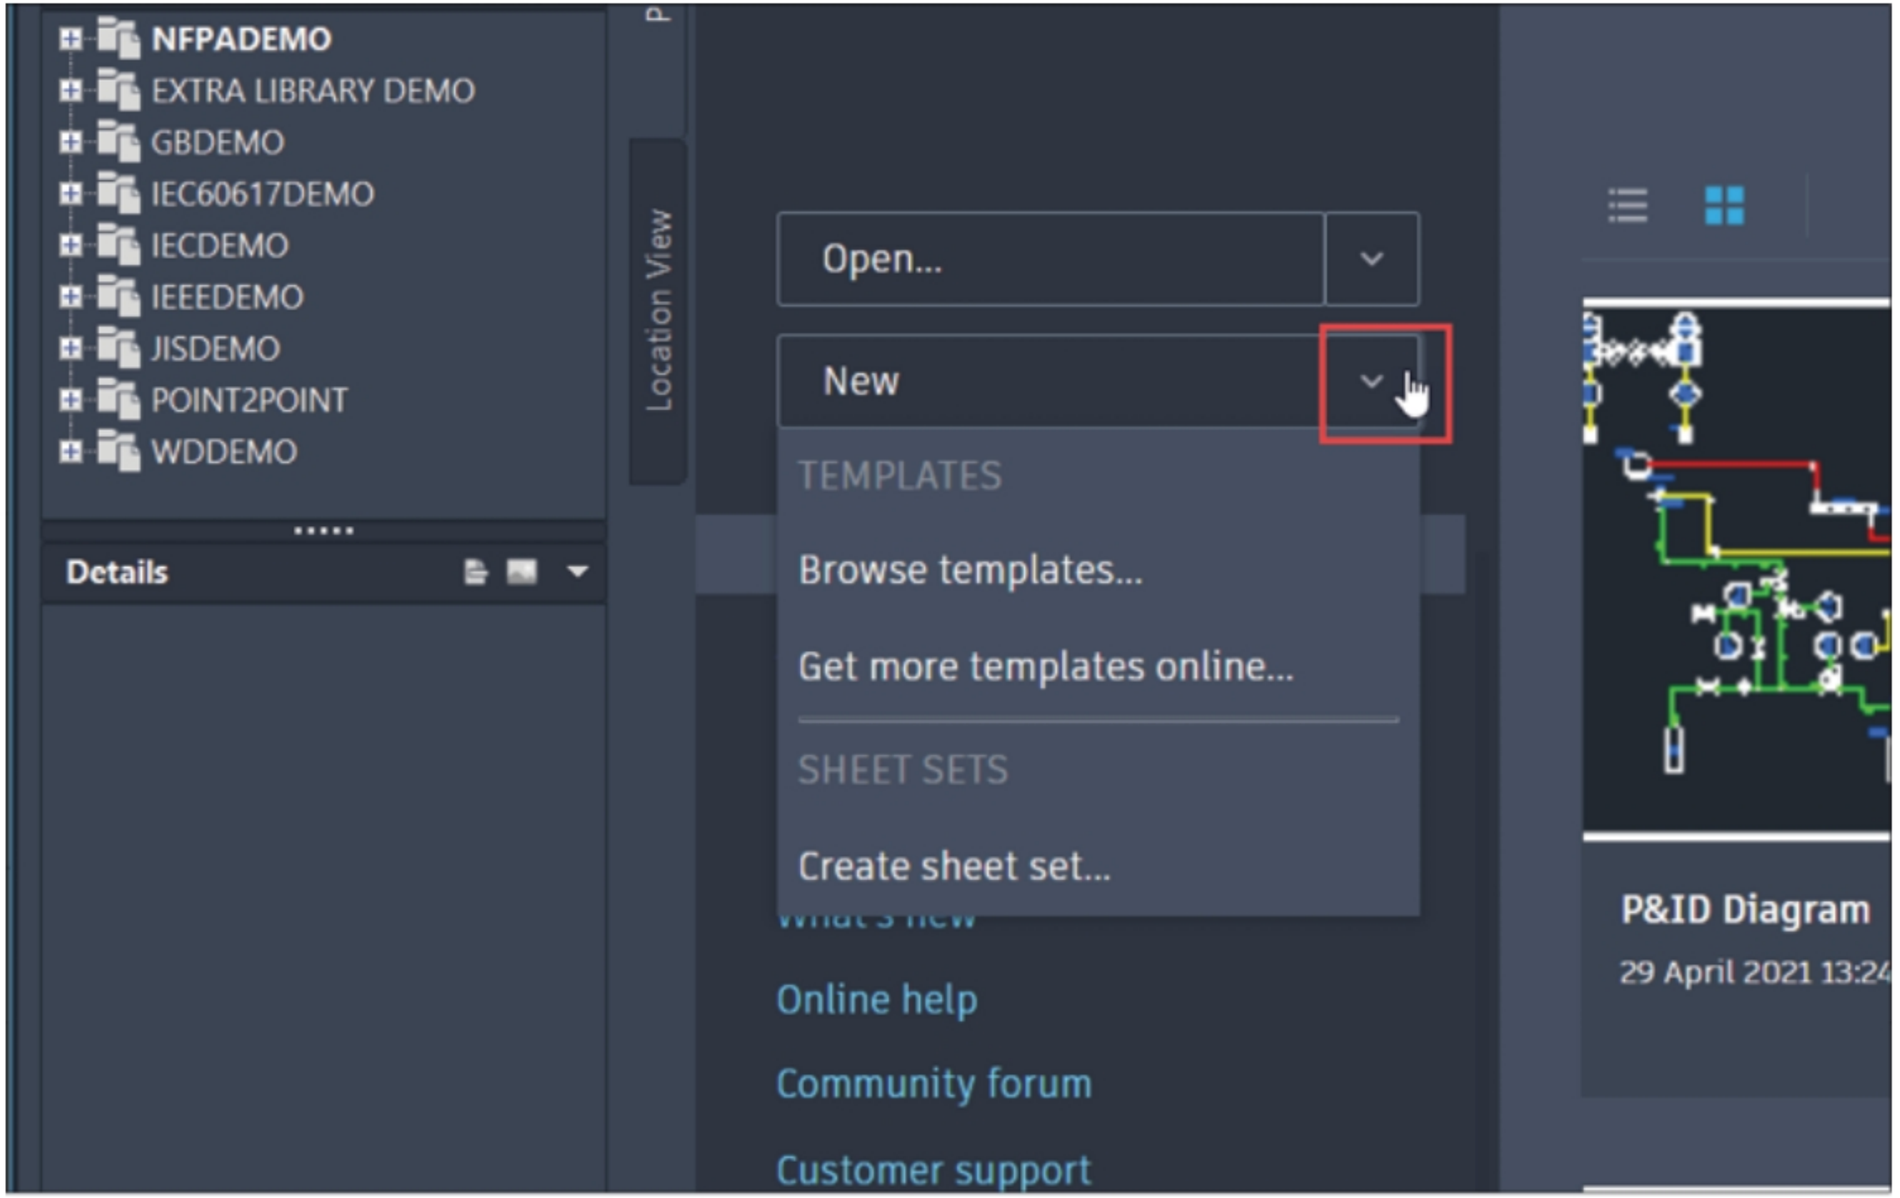
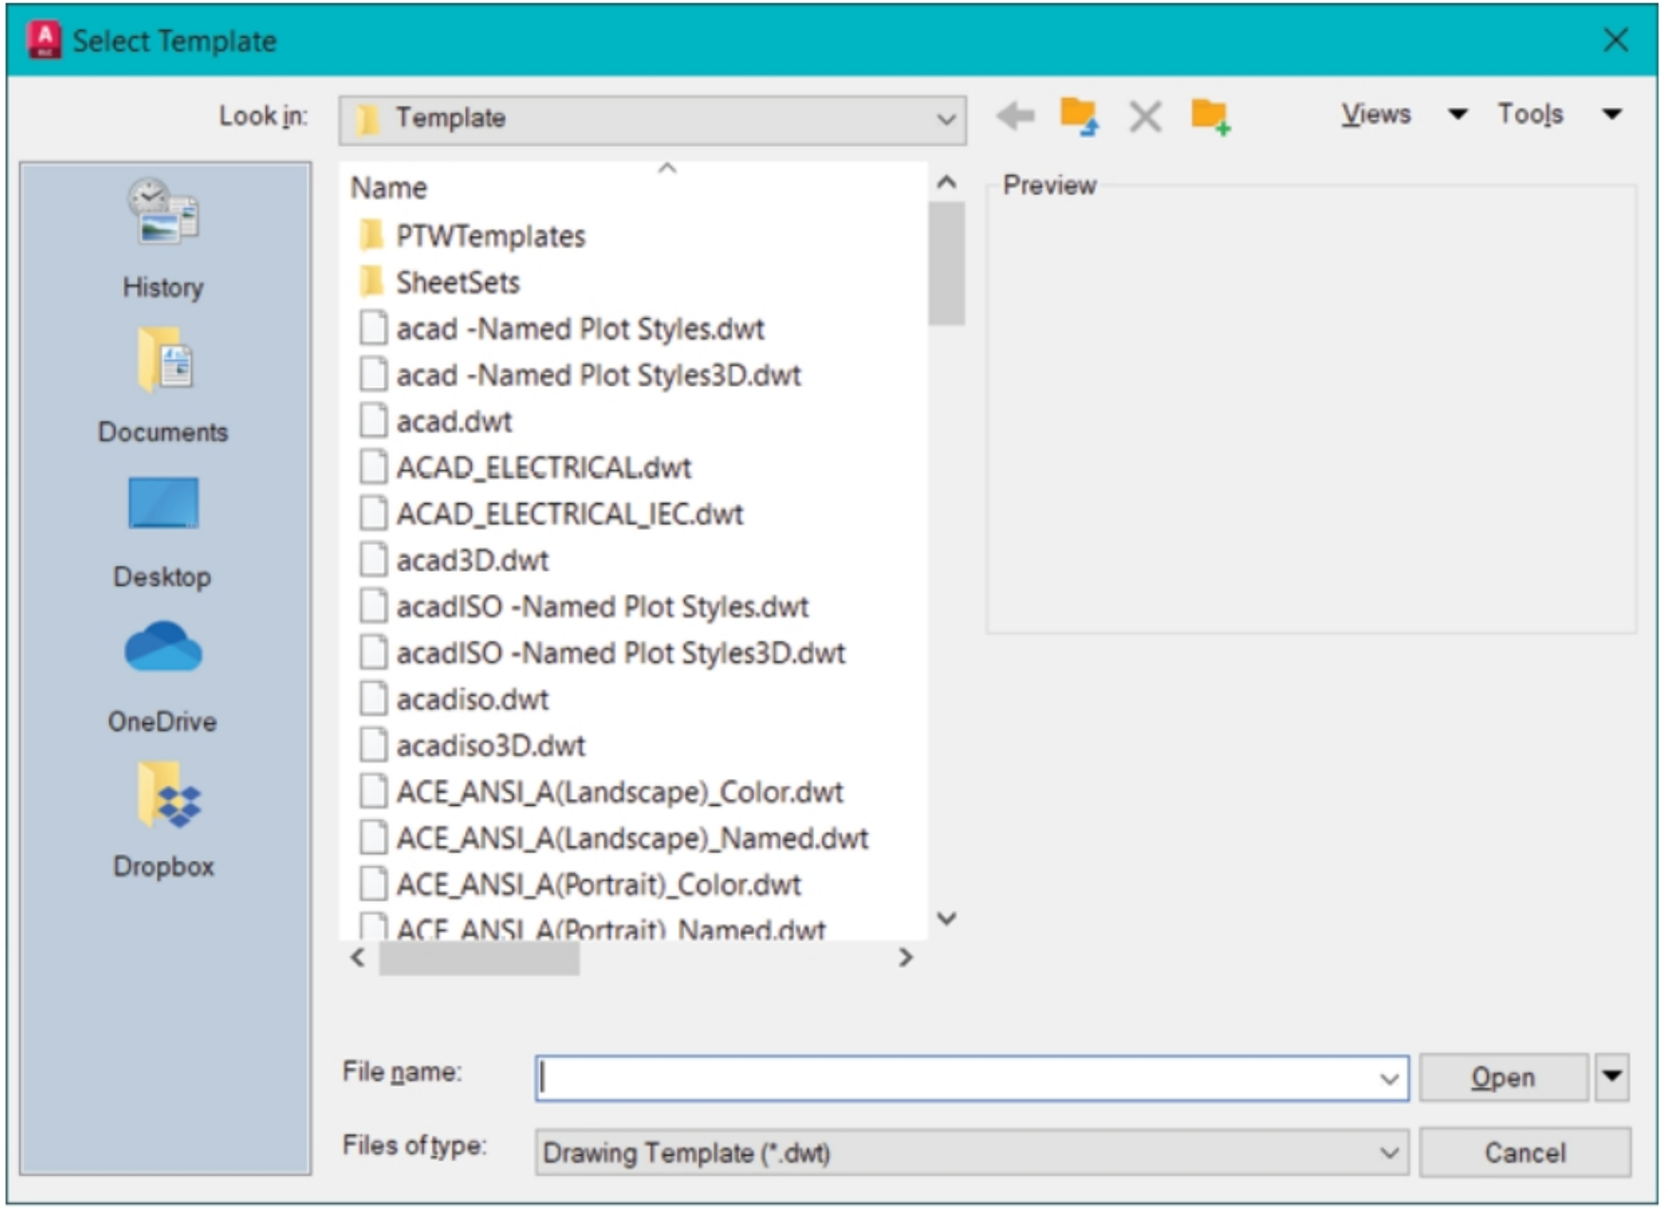

Figure-7. New document options
Figure-8. List of templates
- Click on the down arrow next to **New** button in the first page of interface; refer to Figure-7. Select the **Browse templates** option from the drop-down list. The **Select Template** dialog box will be displayed; refer to Figure-8.